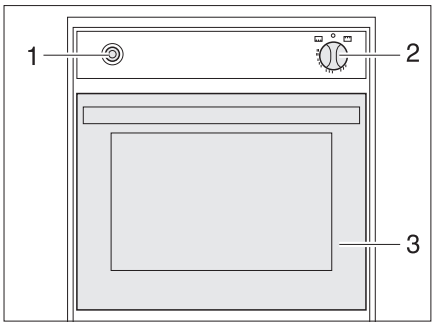

Fig. 126 Gas oven
- Fully open the oven flap (Fig. 126,3).
- Lightly press control knob (Fig. 126,2) and set to " " (oven) or "
- Press the control knob (Fig. 126,2) and hold it down for 5 to 10 seconds. Gas will stream into the burner.
- Press the ignition switch (Fig. 126,1) repeatedly until there is a flame.
- Turn the control knob (Fig. 126,2) to "O". The flame fades.